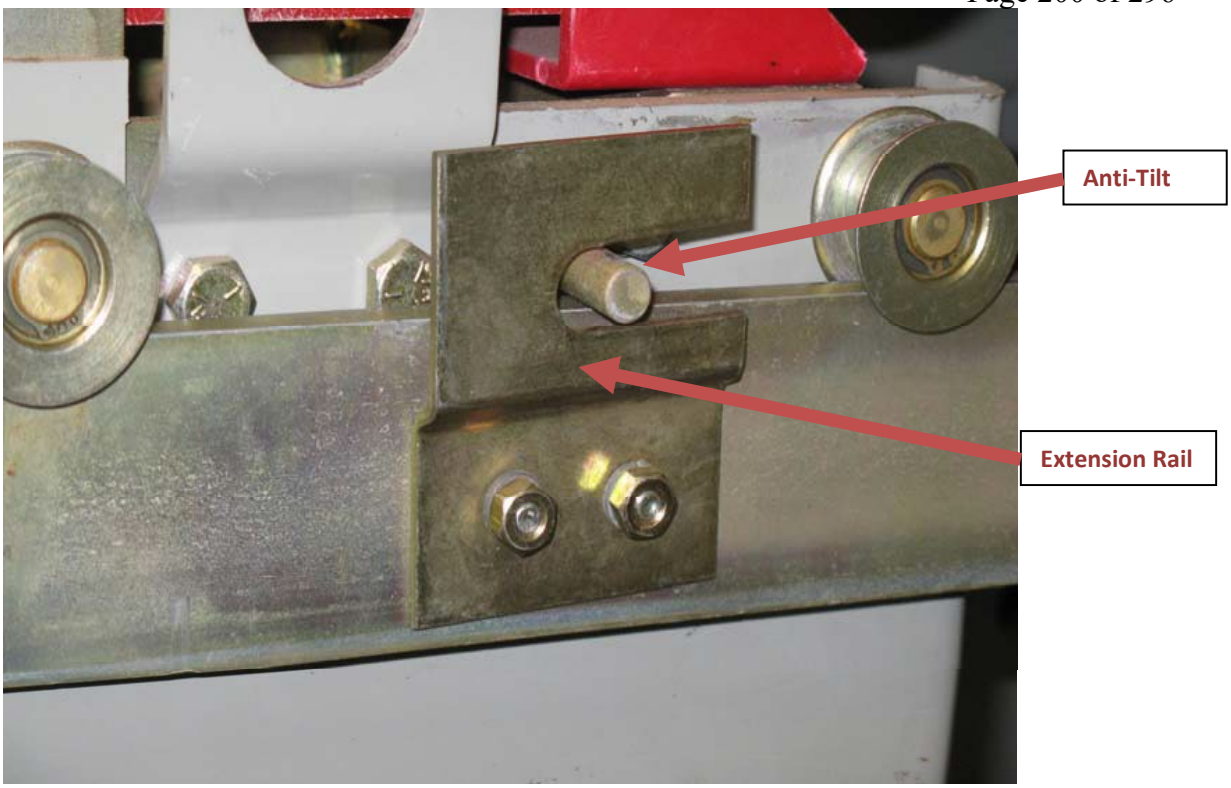

Figure 2 – Breaker on the Edge of the Rails
8. Pull the breaker to the edge of the rails (using the handles on the shield) to ensure the anti-tilt pins are under the extension rail keepers. See Figure 2. (This will ensure the breaker does not tilt during maintenance.)